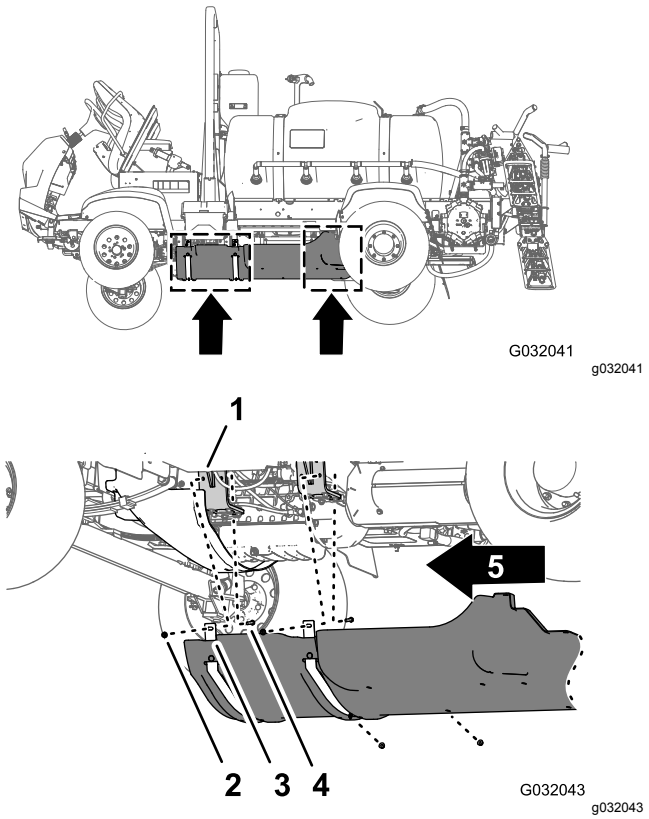

Figuur 123
1. Lijn het scherm van het onderstel uit met het onderste chassis van de machine (Figuur 123).
de bevestigingsbeugels van de motor van de machine (Figuur 123).
3. Monteer het scherm van het onderstel op de bevestigingsbeugels en -bouten van de motor (Figuur 123); gebruik de 4 flensborgmoeren (5/16") die u verwijderd hebt in stap 2 van 7 Het scherm van het onderstel verwijderen (bladz. 15).